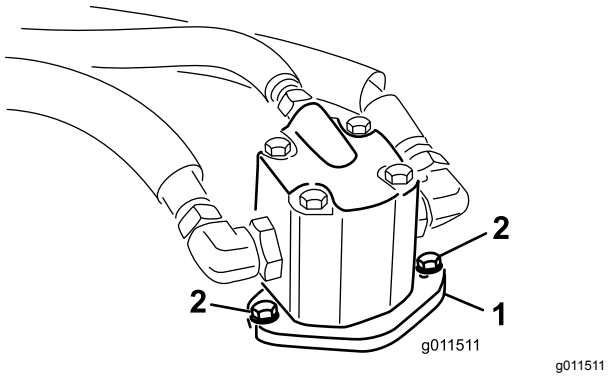

Figur 98
4. Ta bort de bultar som håller fast hydraulmotorn vid klippenheten (Figur 98). Lyft av motorn av klippenheten och lägg den ovanpå klippenheten.